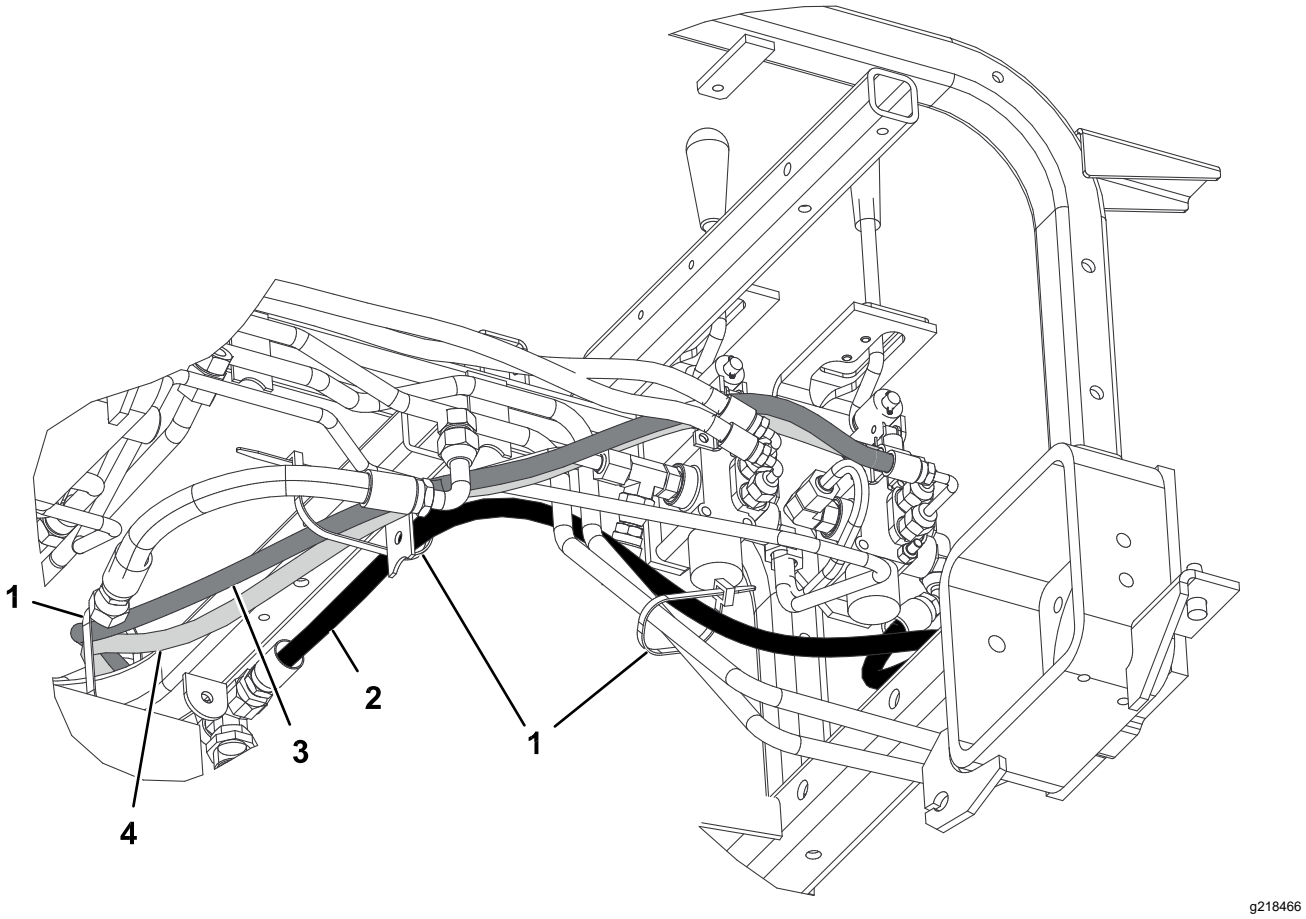

Figura 24
2. Conectați fitingul în T cu capătul de 45° al furtunului hidraulic (nr. piesă 108-8449) la partea deschisă a fitingului în T din partea dreaptă a supapei și capătul drept al furtunului la fitingul liber al răcitorului de ulei (Figura 23). Consultați Figura 24 și Figura 25 pentru amplasarea furtunului.
4. Conectați capătul scurt al fitingului 90° al furtunului hidraulic (nr. piesă 108-8453) la fitingul drept superior din partea din spate a supapei. Amplasați furtunul în suportul de furtun sârmă și conectați capătul drept al furtunului la fitingul superior al cilindrului hidraulic (Figura 23). Consultați Figura 24 și Figura 25 pentru amplasarea furtunului.
5. Conectați capătul lung al fitingului de 90° al furtunului hidraulic (nr. piesă 108-8454) la fitingul drept inferior din partea din spate a supapei. Amplasați furtunul în suportul de furtun sârmă și conectați capătul drept al furtunului la fitingul inferior al cilindrului hidraulic (Figura 23). Consultați Figura 24 și Figura 25 pentru amplasarea furtunului.
8. Folosind coliere de cablu, fixați furtunurile la mașină în locațiile indicate în Figura 24 și Figura 25.